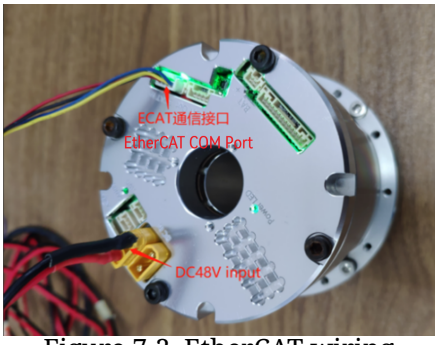

Figure 7-2 EtherCAT wiring
Step 1: As shown in Figure 7-2, install master software (TwinCAT3) on a computer or use another master controller with EtherCAT communication, connect to eRob ECAT communication interface via cables, and then supply proper power for the eRob.